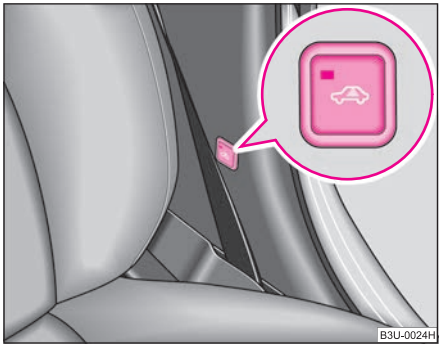

Fig. 29 Interior monitor pushbutton
– Press the button on the center column at the driver's side ⇒ fig. 29.